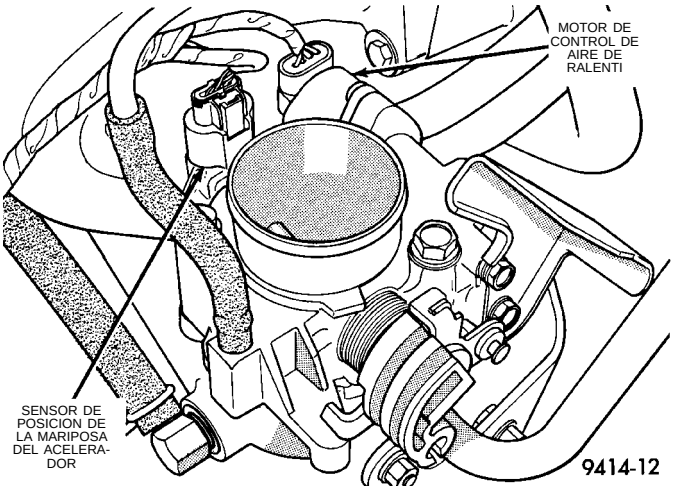

Fig. 94 Servicio del motor de control de aire de ralentí
(1) Desconecte el cable del negativo de la batería.
(2) Retire el conector eléctrico del motor de control de aire de ralentí y del sensor de posición de la mariposa del acelerador.
(3) Retire la manguera de limpieza de EVAP del cuerpo de mariposa.
(4) Retire el cuerpo de mariposa. Consulte Cuerpo de mariposa en esta sección.
(5) Retire los tornillos de instalación del motor de control de aire de ralentí (Fig. 94).